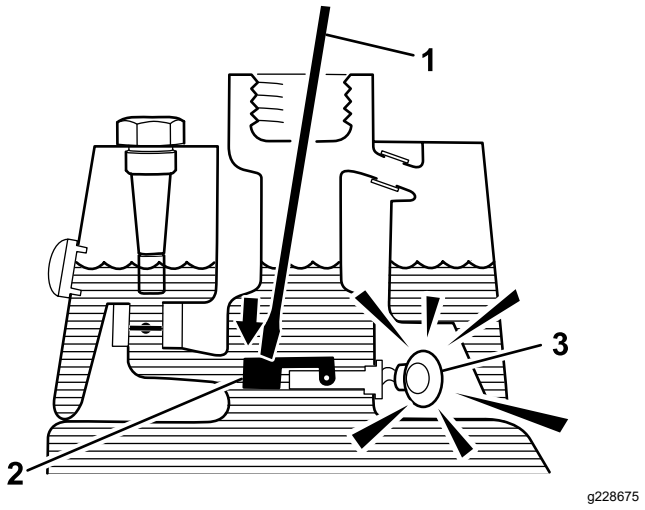

Figure 62
3. Introduisez une tige ou un tournevis propre dans le goulot du réservoir et enfoncez doucement le flotteur du contacteur de niveau (Figure 62) ; l'alarme devrait se déclencher au bout d'une seconde.